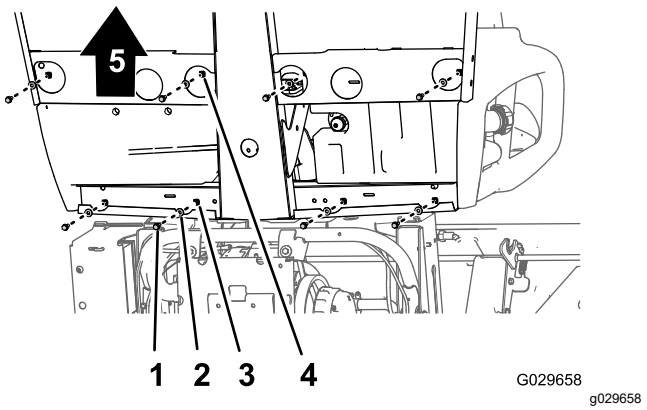
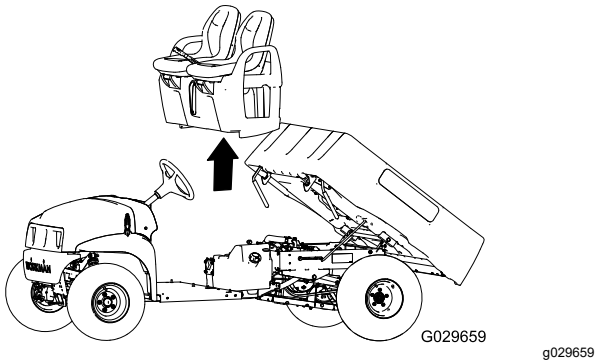

Figura 45
Figura 46
1. En la parte inferior de la máquina, retire los 8 pernos con arandela prensada y las 8 arandelas que sujetan la base de los asientos a la chapa de suelo y al perfil trasero de la cabina (Figura 45).
2. Levante cuidadosamente el asiento, la base de los asientos y los cables del freno de estacionamiento de la máquina (Figura 45).
1. Levante los asientos y la base de los asientos, colóquelos en la máquina y conecte los cables de freno al chasis (Figura 45 y Figura 46).
2. Alinee los taladros de la base de los asientos con los taladros de la chapa de suelo y del perfil trasero de la cabina (Figura 45 y Figura 46).